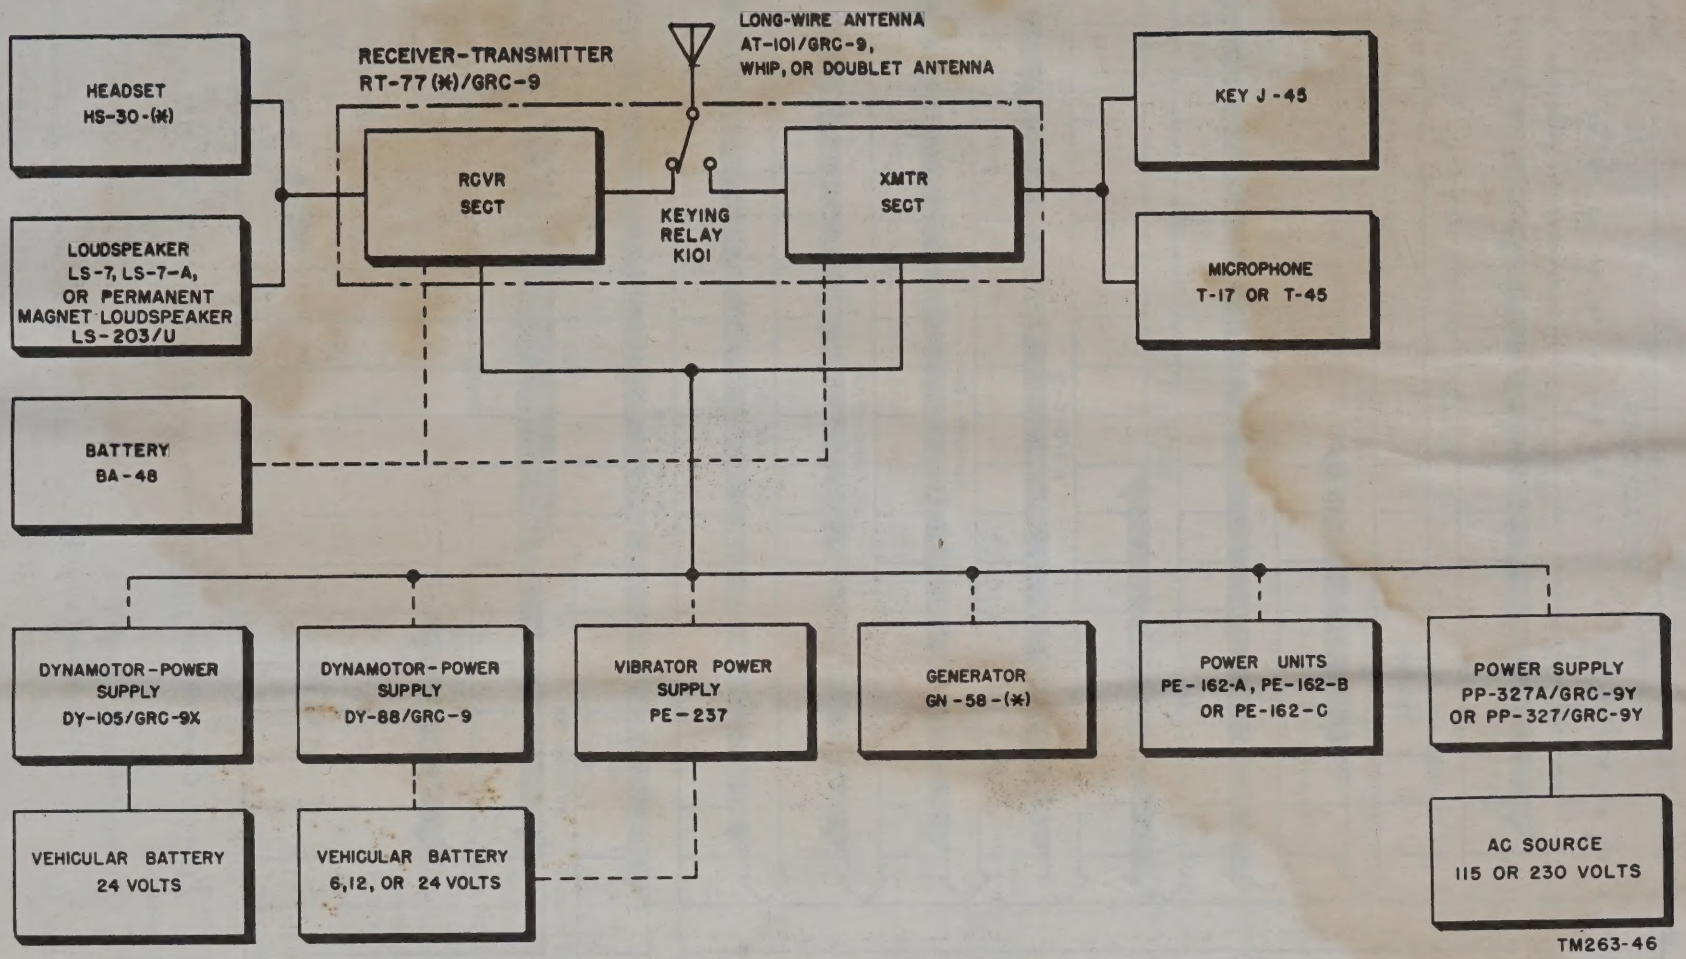

Figure 2. Radio Set AN/GRC-9 (*), simplified block diagram.
c. Power supplies are interchangeable in the radio sets (fig. 2). Gasoline-engine-driven generator Power Unit PE–162–A, PE–162–B, or PE–162–C (not supplied)may also be used. Battery BA–48 (not supplied) can be used for the receiver and part of the transmitter. The nomenclature of the radio set, the power supplies furnished, and how they are used are shown in the chart below: